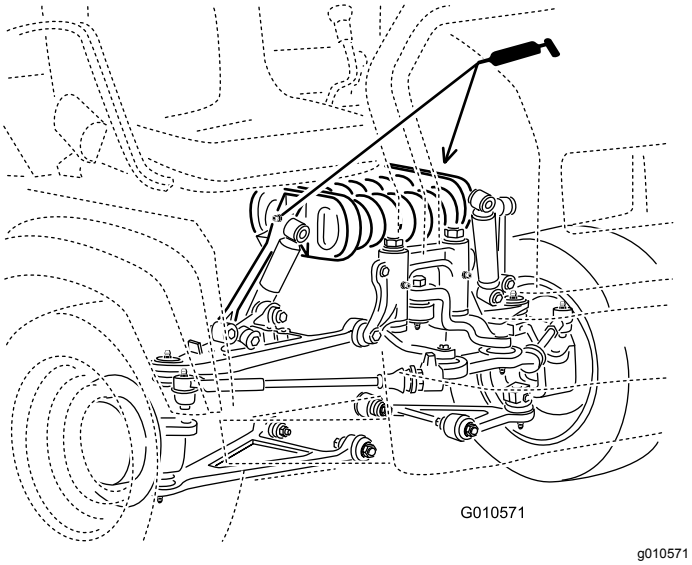

**Bild 30**
- **Federstangen (2)**, siehe Bild 30